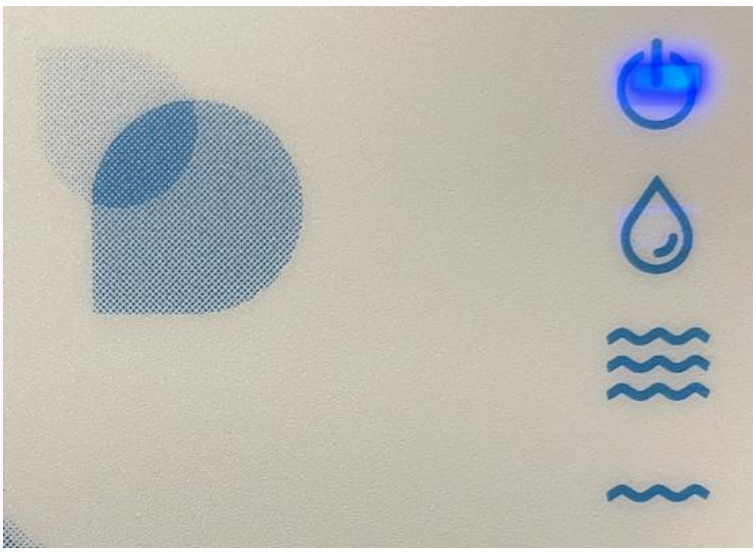

Figura 1 – Estado Ligado Nível Normal
i. **Nível Normal** – o nível é considerado normal quando a água estiver acima do nível mínimo (i.e. sonda MIN e NORMAL dentro de água) e abaixo do nível máximo (i.e. sonda MAX e NHIGH fora de água). Nesta situação o equipamento não tem qualquer acção e apenas se acende a luz de "LIGADO" (figura 1).